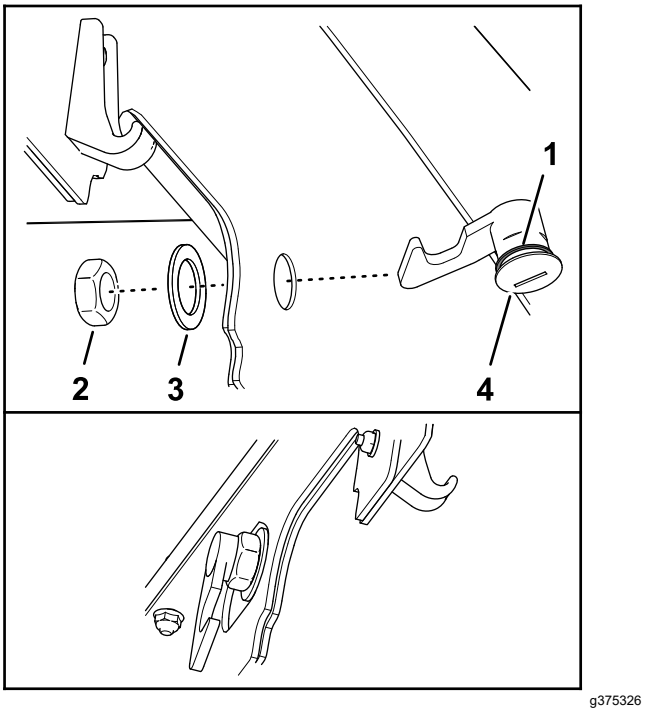

Figur 36
3. Sørg for, at pakningen er samlet på motorhjelmslåsen (Figur 36).